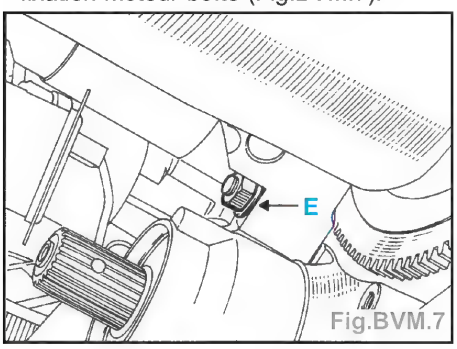

Fig.BVM.7
- Désaccoupler la boîte du moteur en ayant retirer l'écrou (**E**) et le goujon de fixation moteur-boîte (Fig.BVM.7).